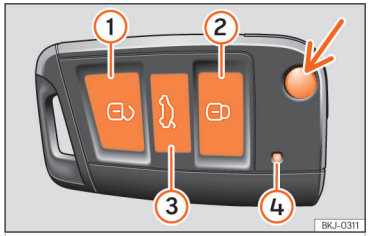

Abb. 43 Fahrzeugschlüssel für das Fahrzeug.
Zum Ein- und Ausklappen des Schlüsselbarts drücken Sie die Taste ››› **(Abb. 43)** (Pfeil).
Durch kurzes Drücken einer Taste auf dem Fahrzeugschlüssel blinkt die Kontrollleuchte ④ ››› **(Abb. 43)** einmal kurz, bei längerem Drücken blinkt diese jedoch mehrere Male, z. B. beim Komfortöffnen.